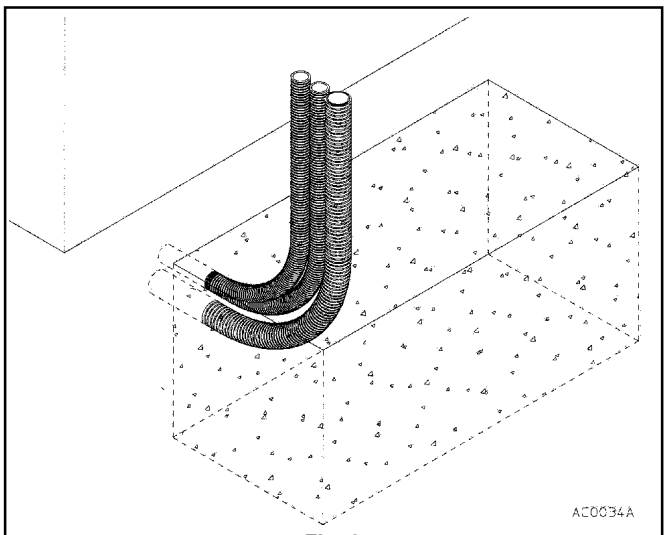

Fig. 6
d) Far arrivare i tubi dei cavi elettrici nello scavo, lasciandoli sporgere di 30/40 cm oltre il piano di appoggio previsto (fig. 6); tapparli per evitare che si riempiano di detriti.
f) Preparato l'impasto di calcestruzzo colarlo nello scavo rispettando le quote riportate in fig. 6.